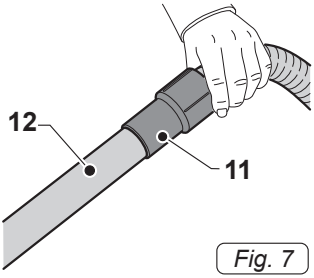

Fig. 7
- Pousser le tuyau (11 Fig. 7) extension (12 Fig. 7).